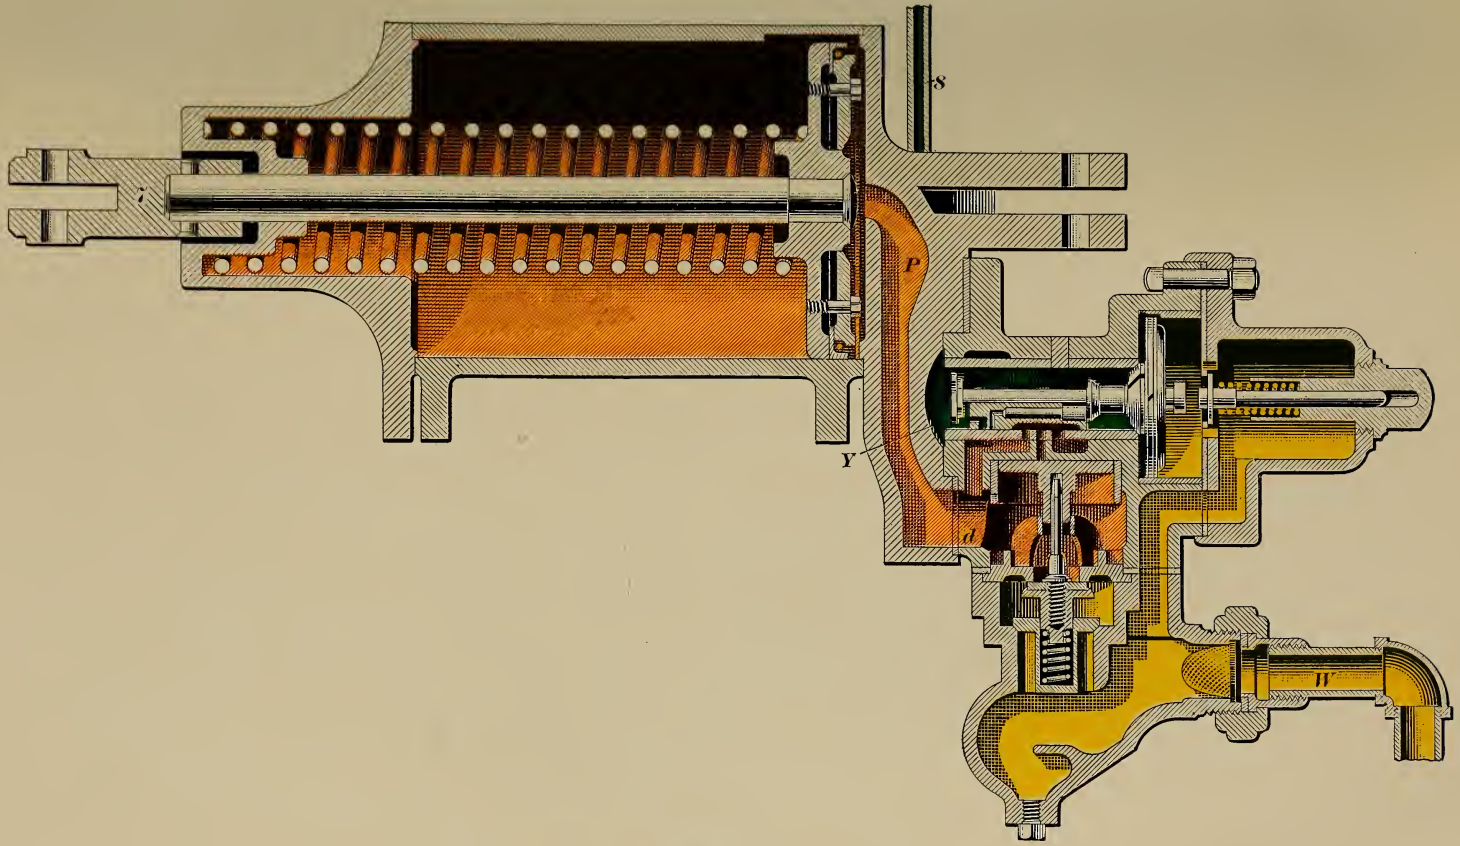
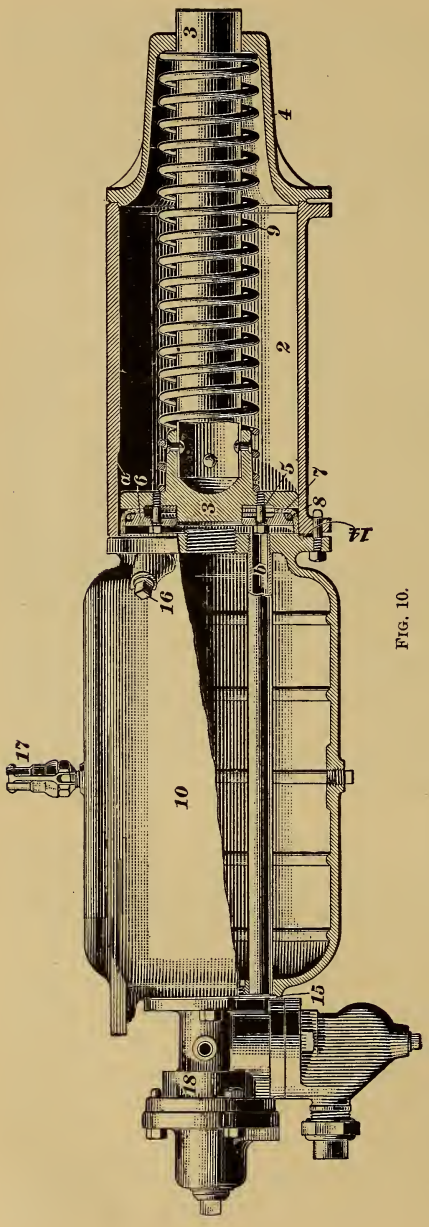

FIG. 8.
FIG. 10.
Fig. 8 shows the triple connected to the brake cylinder, this illustration being on a larger scale than Fig. 1. The **T** piece just mentioned connects with the triple at *W*. The opening *d* of the triple valve communicates with the passage *P* in the cylinder head, through which passage air is conducted to and from the brake cylinder. The opening *Y* connects with a pipe *8* leading to the auxiliary reservoir, through which pipe the air is conducted between the auxiliary and the triple.
68. Equipments Compared.—An illustration of the **freight-car equipment** now used is given in Fig. 10. It consists of auxiliary reservoir *10*, brake cylinder *2*, and triple valve *18*. This equipment has to be made very compact on account of the limited space for it on freight cars; but, while it appears to be different from that used on passenger cars, shown in Fig. 1, yet it is exactly the same in principle and operation.
In the **passenger-car equipment,** Fig. 8, there is a pipe *8* leading from chamber *Y* of the triple valve to the auxiliary
reservoir, whereas, in the case of the freight-car equipment, Fig. 10, the air passing from the train pipe through the triple goes direct to the auxiliary.
In the passenger equipment (Fig. 8), the piston rod is fastened to the crosshead *7*, and the brake levers, also connected to the crosshead *7*, are controlled by the cylinder piston, the levers being moved every time the piston moves. In a freight equipment (Fig. 10), this is not so, as a push rod, bottoming on the piston, is inserted in the sleeve *3*. The outer end of the push rod (not shown in figure) is connected to the brake levers, and, when the hand-brakes are applied, the push rod may be drawn out without moving the piston. When the air brake is applied, piston *3* is forced out, carrying the push rod with it.
69. Description.—The **auxiliary reservoir** *10* (Fig. 10) is a storage reservoir. The air stored there is for use in the cylinder *2*, and its use is confined entirely to the car on which it is placed.
cylinders instead of at the top. Leakage grooves are found in the brake cylinders of freight and passenger cars, and also on most tenders, but not in driver-brake cylinders, until recently. *9* is the release spring; when, in applying the brakes, air enters the cylinder and forces piston *3* out, the release spring is compressed; in releasing the brake, air leaves the cylinder and the release spring forces piston *3* back to *release position*, as shown in Fig. 10. *4* is the front cylinder head; it acts as a guide for the sleeve *3*.